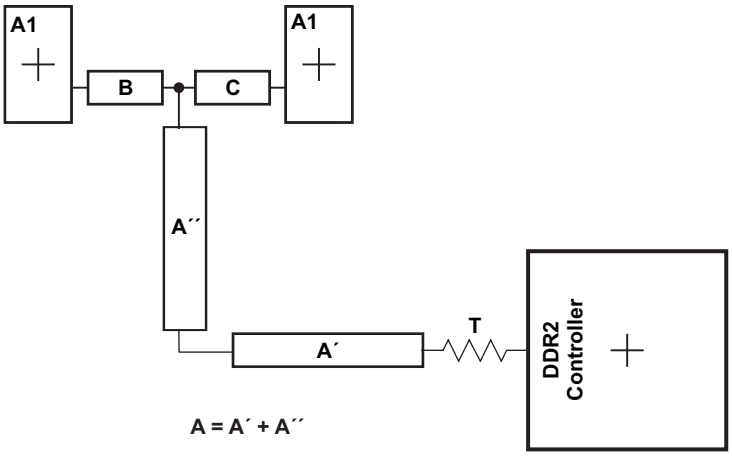

Figure 8-10. CK and ADDR_CTRL Routing and Topology
Figure 8-10 shows the topology of the routing for the CK and ADDR_CTRL net classes. The route is a balanced *T* as it is intended that the length of segments B and C be equal. In addition, the length of A (A'+A") should be maximized.
(1) The length of segment A=A'+A″ as shown in Figure 8-10.
(2) Center-to-center spacing is allowed to fall to minimum (w) for up to 500 mils of routed length to accommodate BGA escape and routing congestion.
(3) CACLM is the longest Manhattan distance of the CK and ADDR_CTRL net classes.